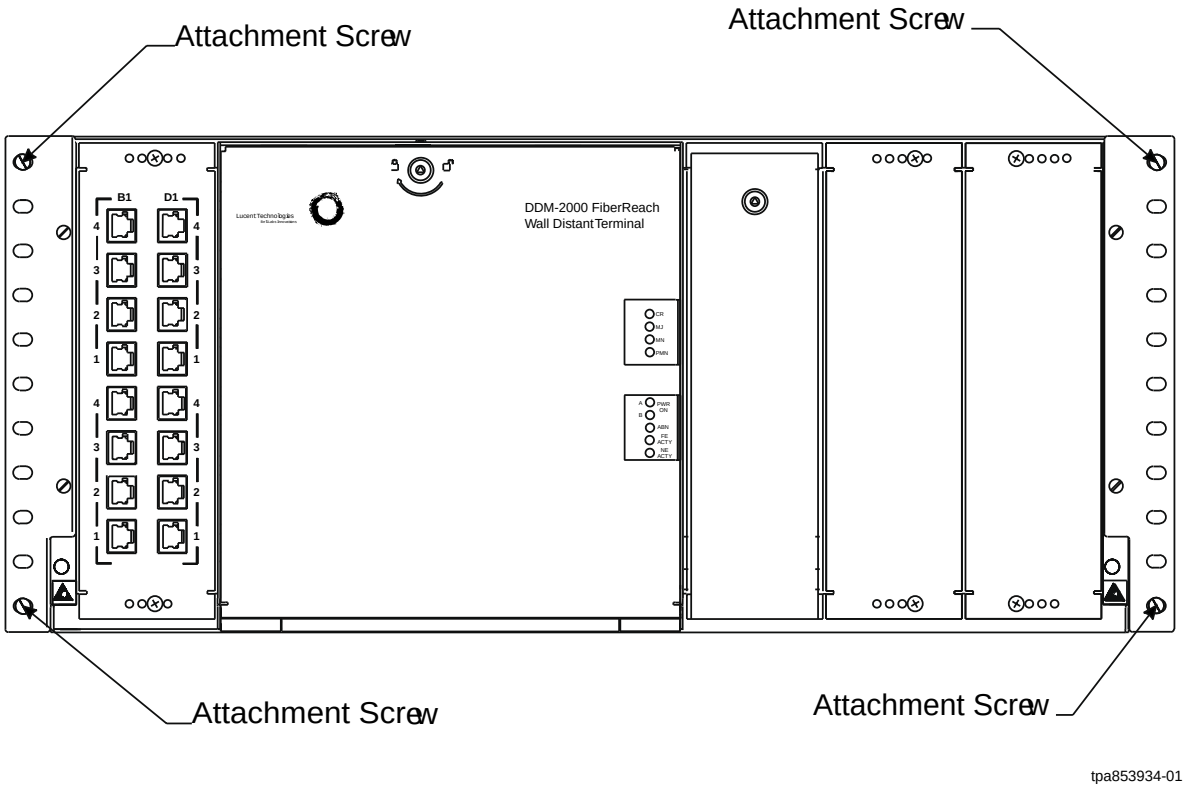

Figure 1 – Wall DT Cabinet — Front View
1. Remove the four attachment screws from the front of the Wall DT as shown in Figure 1.